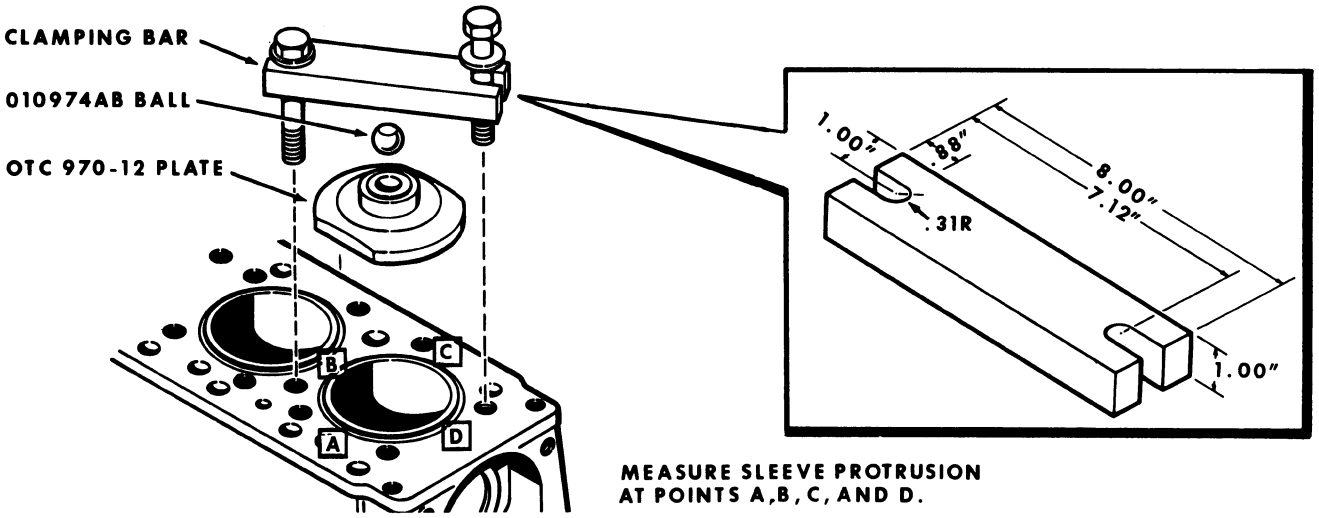

Figure K-2
3. Using plate OTC970-12* from cylinder sleeve puller OTC970*, 010974AB ball and clamping bar, clamp the cylinder sleeve in place, Figure K-2. Torque the hold down capscrews evenly to 50 foot pounds. ***NOTE*** Refer to Figure K-2 for clamping bar dimensions.